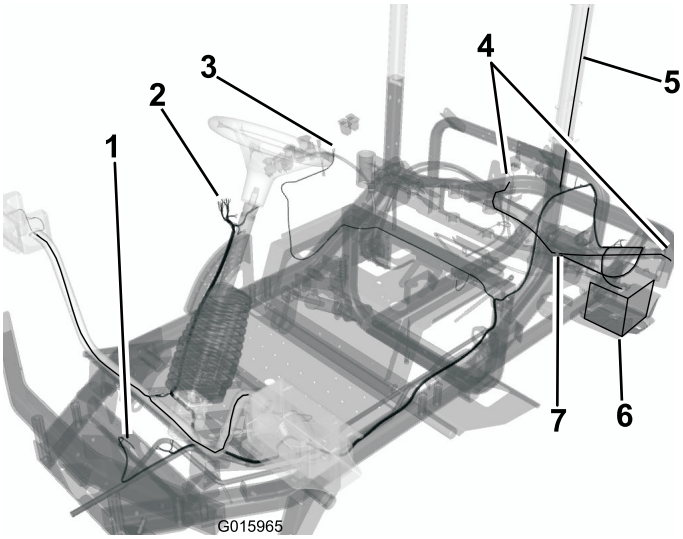

Figuur 12
- Leid de kabelboom naar de claxon en sluit de twee draden aan op de contactklemmen (Figuur 12).